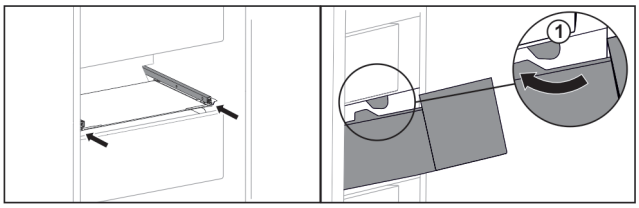

Fig. 38
▶ Guide drawer around the stoppers *Fig. 38 (1)*.